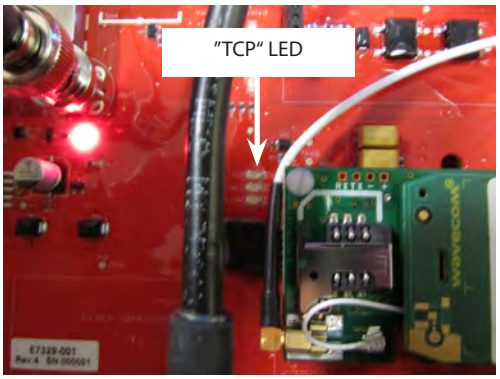

Figure 57: Backhaul antenna LED
1. Turn on the gateway AC power. On the circuit board in the lower left quadrant, next to the SIM card slot, look for the LED labeled "TCP" (*Figure 57*).